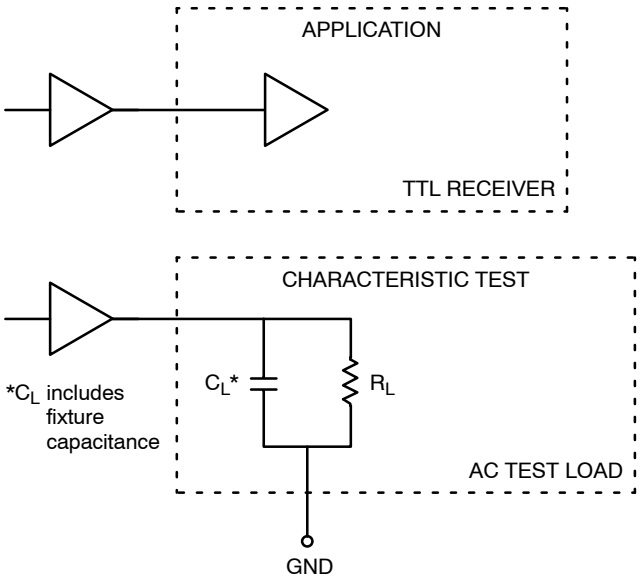

Figure 2. TTL Output Loading Used for Device Evaluation
2. LVTTL output R_L = 500 Ω to GND and C_L = 20 pF to GND. Refer to Figure 2.